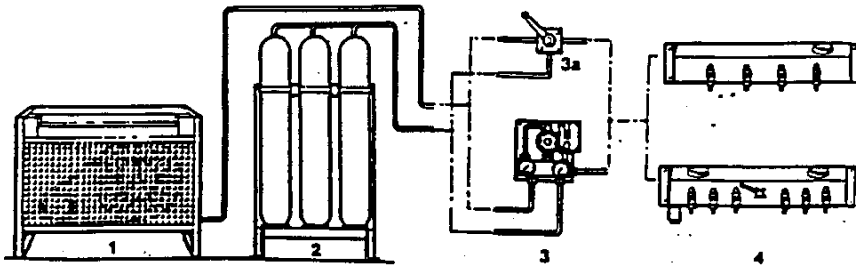

Figura 24
Na figura 24, existem duas válvulas de desvio, uma manual (3ª) e outra automática (3). A válvula de desvio automática permite a otimização da utilização da "rampa de enchimento". Este dispositivo consiste numa válvula de retenção de pressão, uma válvula de verificação e de um pressostato para ligar e desligar o compressor.